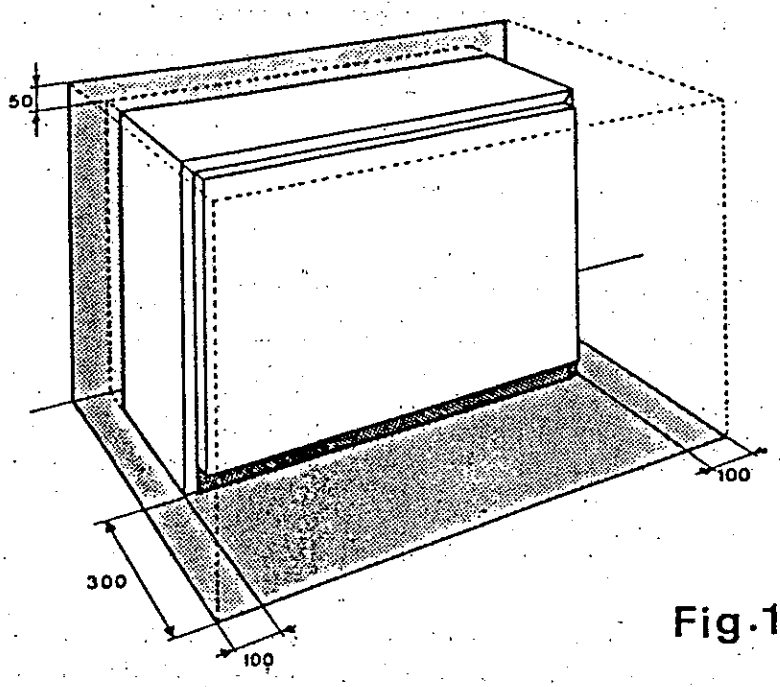

Fig.1
- Il faudra également veiller à ne rien placer contre l'appareil ou dessus. Attention notamment aux rideaux et tentures. Respecter au minimum les distances indiquées fig.1.